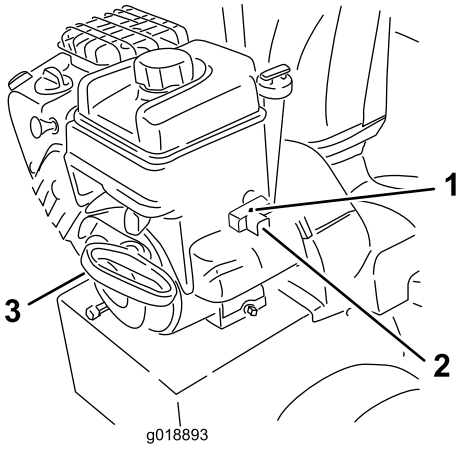

Figur 25
7. Start maskinen ved at trække i tilbageslagsstarthåndtaget eller trykke på den elektriske startknap (Figur 25).